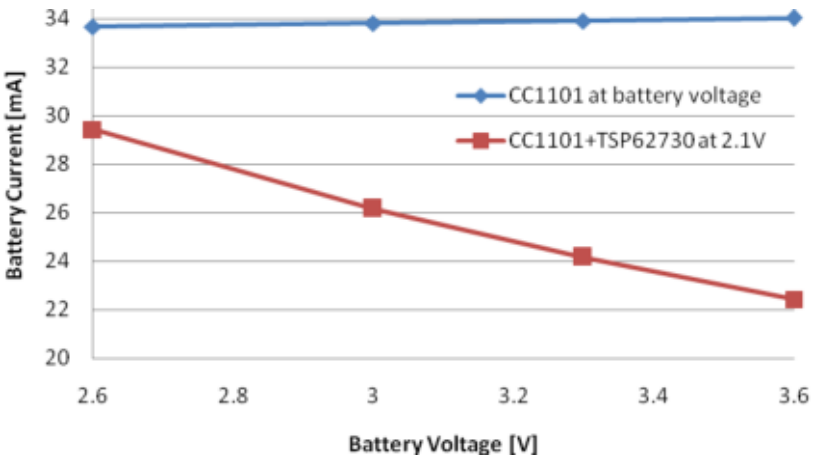

**Figure 2: Typical TX Battery Current vs Battery Voltage at Maximum CC1101 Output Power (+12 dBm)**
- In TX, at maximum output power (+12 dBm), the current drawn from a 3.6 V battery is typically 22 mA when ***TPS62730*** output voltage is 2.1 V. When connecting ***CC1101*** directly to a 3.6 V battery the current drawn is typically 34 mA (see Figure 2).